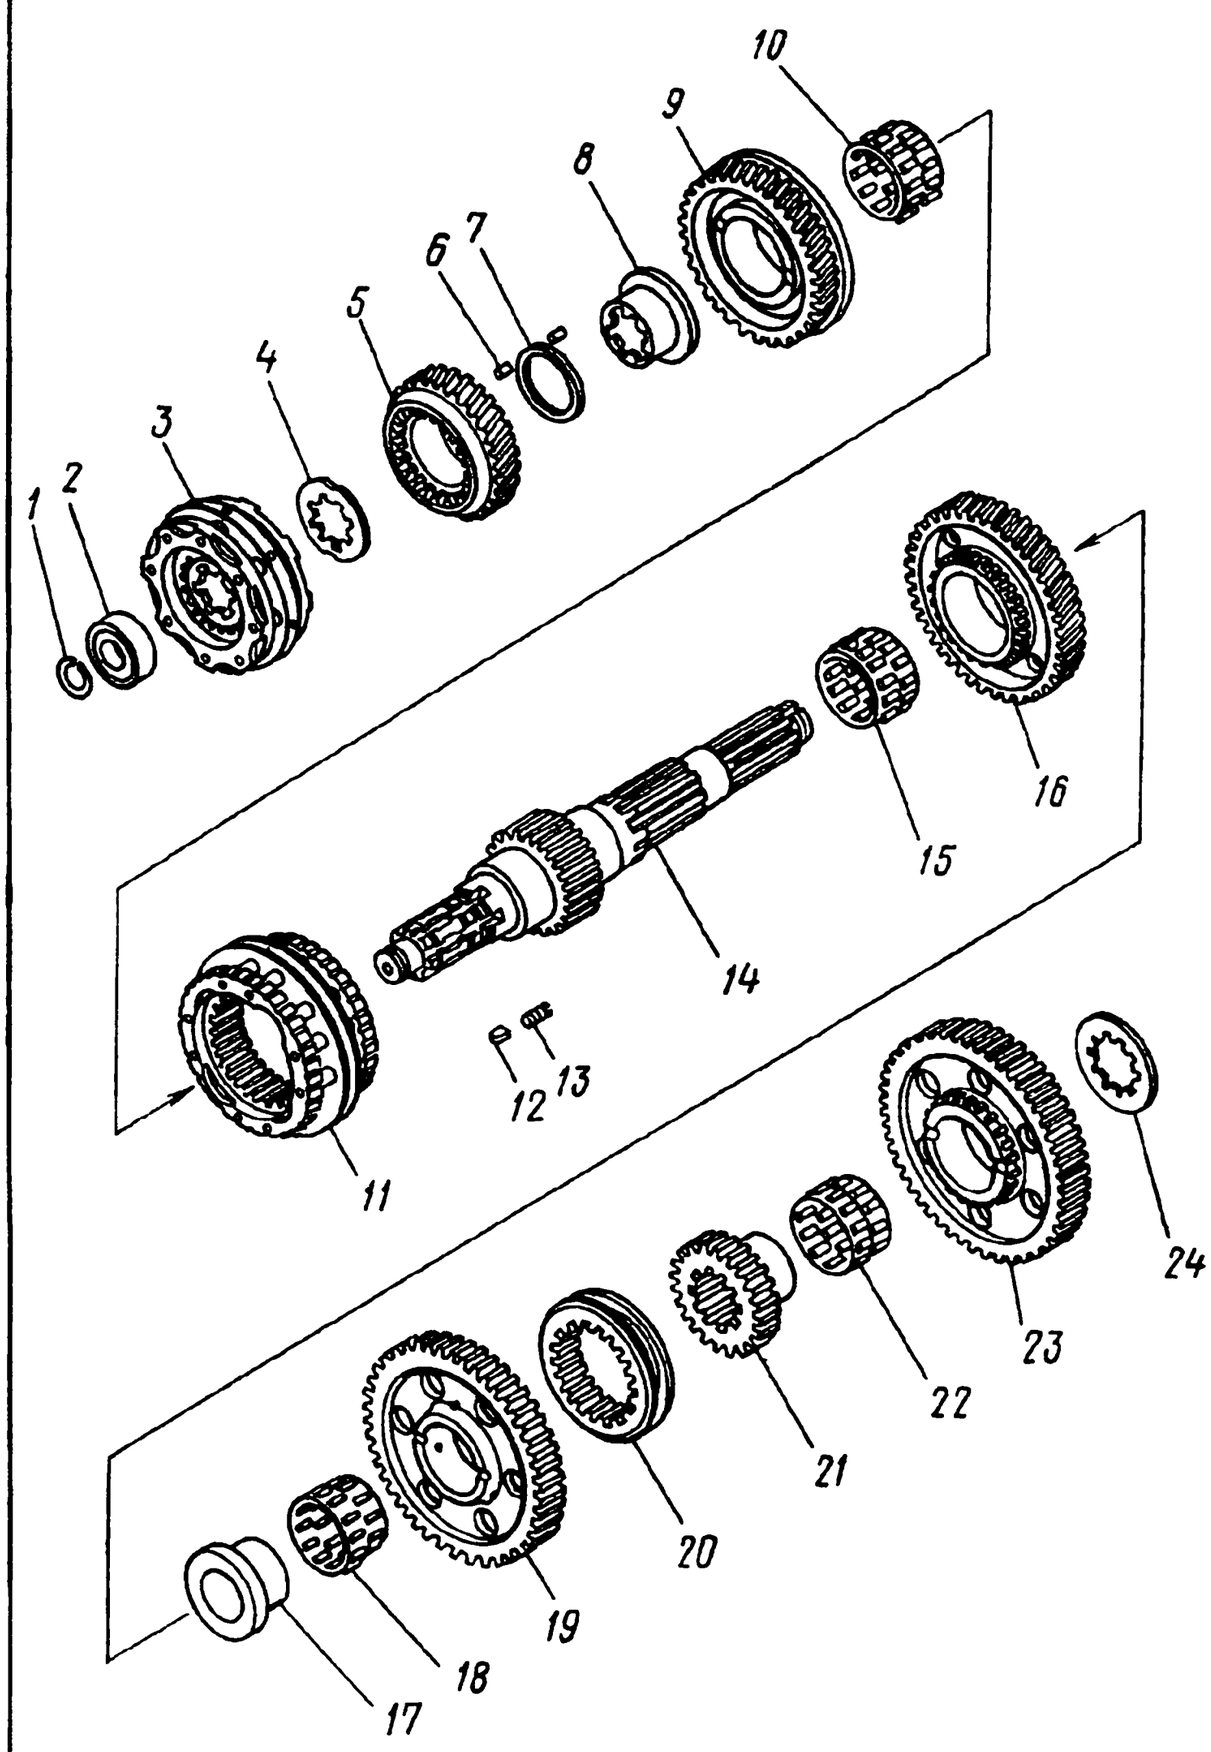

Рис. 145. Разборка ведущего вала коробки передач:
89. Установите зубчатое колесо *9* (см. рис. 145) в сборе с подшипником *10* на ведомый вал *14*	—